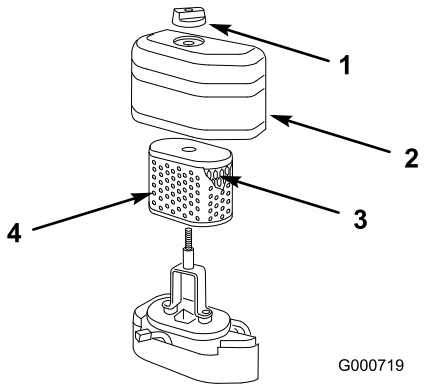

Figuur 28
2. Knop losdraaien en luchtfilterdeksel verwijderen (Figuur 28).